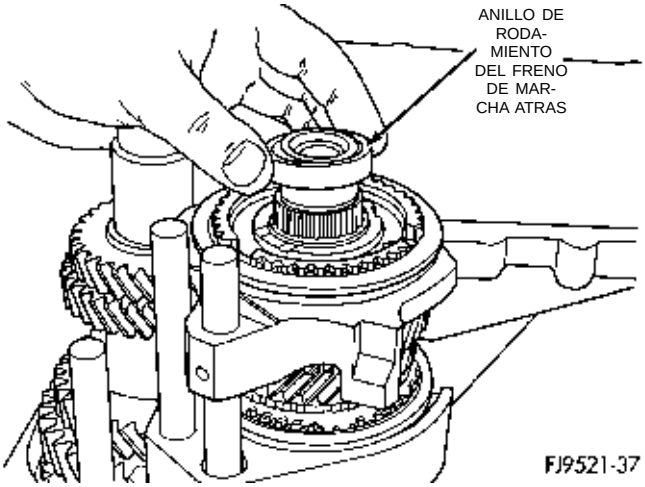

Fig. 60 Instalación de la pista de rodamiento del freno de marcha atrás
(4) Instale la pista de rodamiento del freno de marcha atrás en el eje impulsor (Fig. 60).